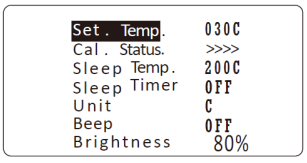

图.6
3.2 当Cal. Starus显示“>>>>” (见图6)，表示焊台温度已被校准调高过。